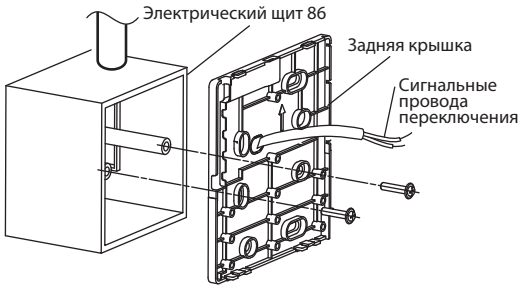

Рис. 3-8
- Отрегулируйте длину двух пластиковых винтовых стержней до стандартной длины от электрического щита до стены (рис. 3-8.)